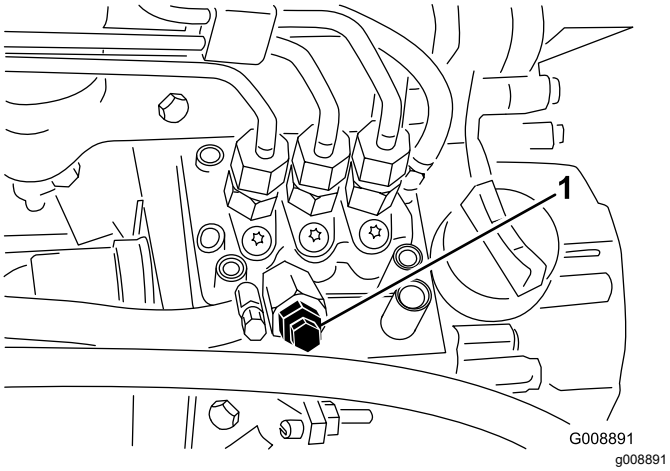

Figuur 85
4. Draai de ontluchtschroef op de brandstofinjectiepomp open (Figuur 85).